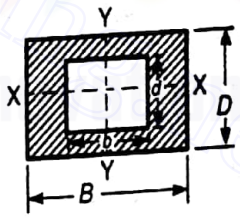

Fig. 1.44
93. Moment of inertia of a hollow rectangular section as shown in Fig. 1.44, about X-X axis, is
94. Moment of inertia of a hollow rectangular section as shown Fig. 1.44, about Y-Y axis, is not the same as that about X-X axis.